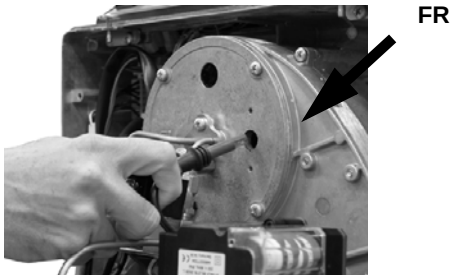

Fig. 42
- Sacar la fotorresistencia **FR** de su alojamiento (Fig. 42).